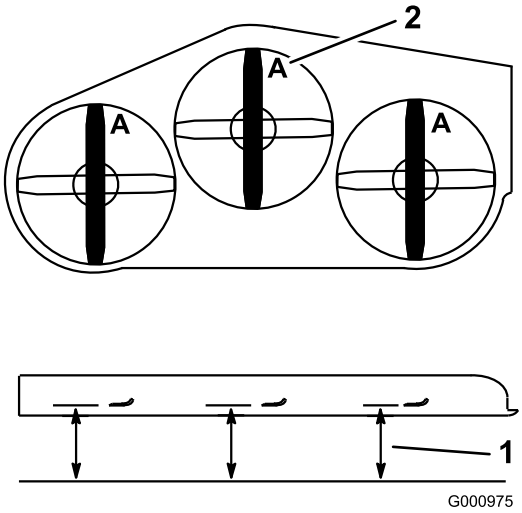

Figure 87
3. With the machine on level surface, position one blade front-to-rear. Measure at **A** and from level surface to the cutting edge of the blade tips (Figure 87).